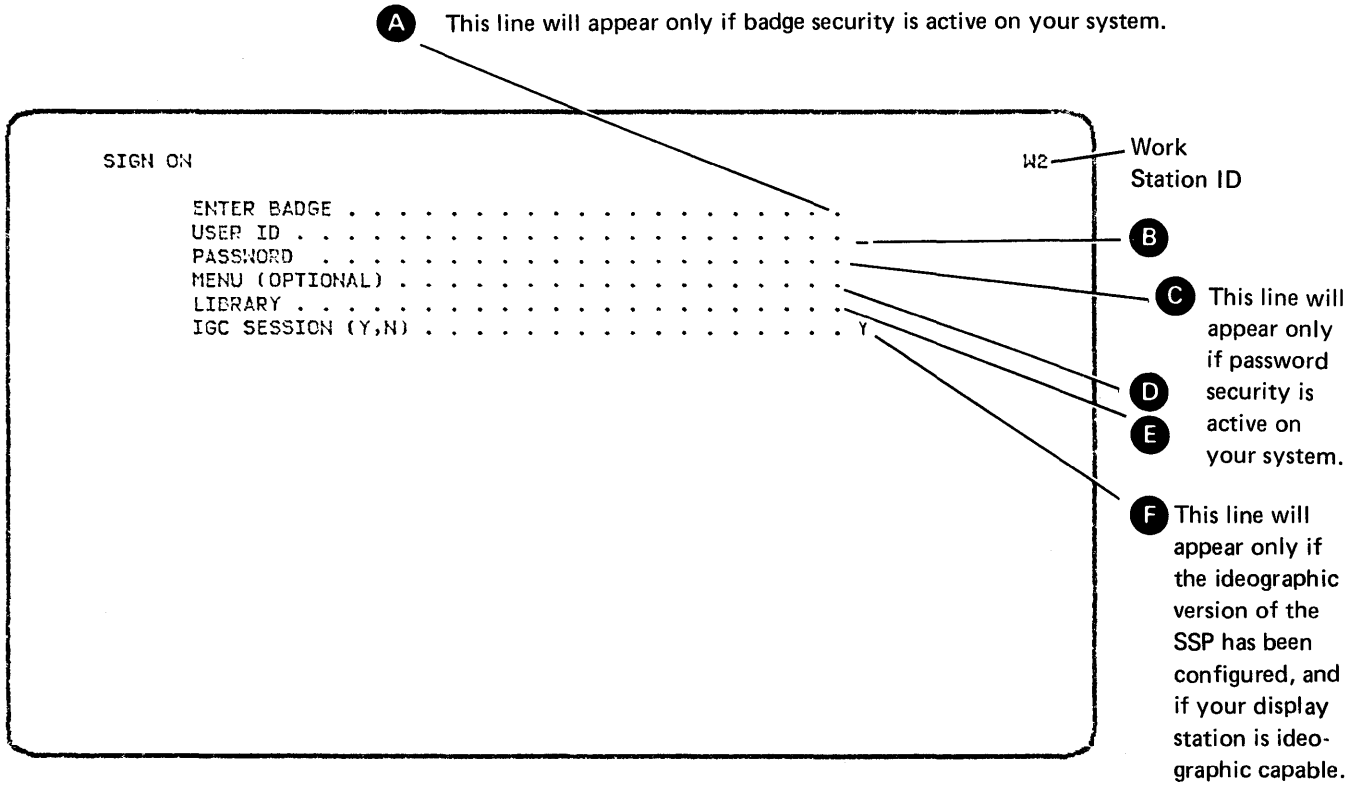
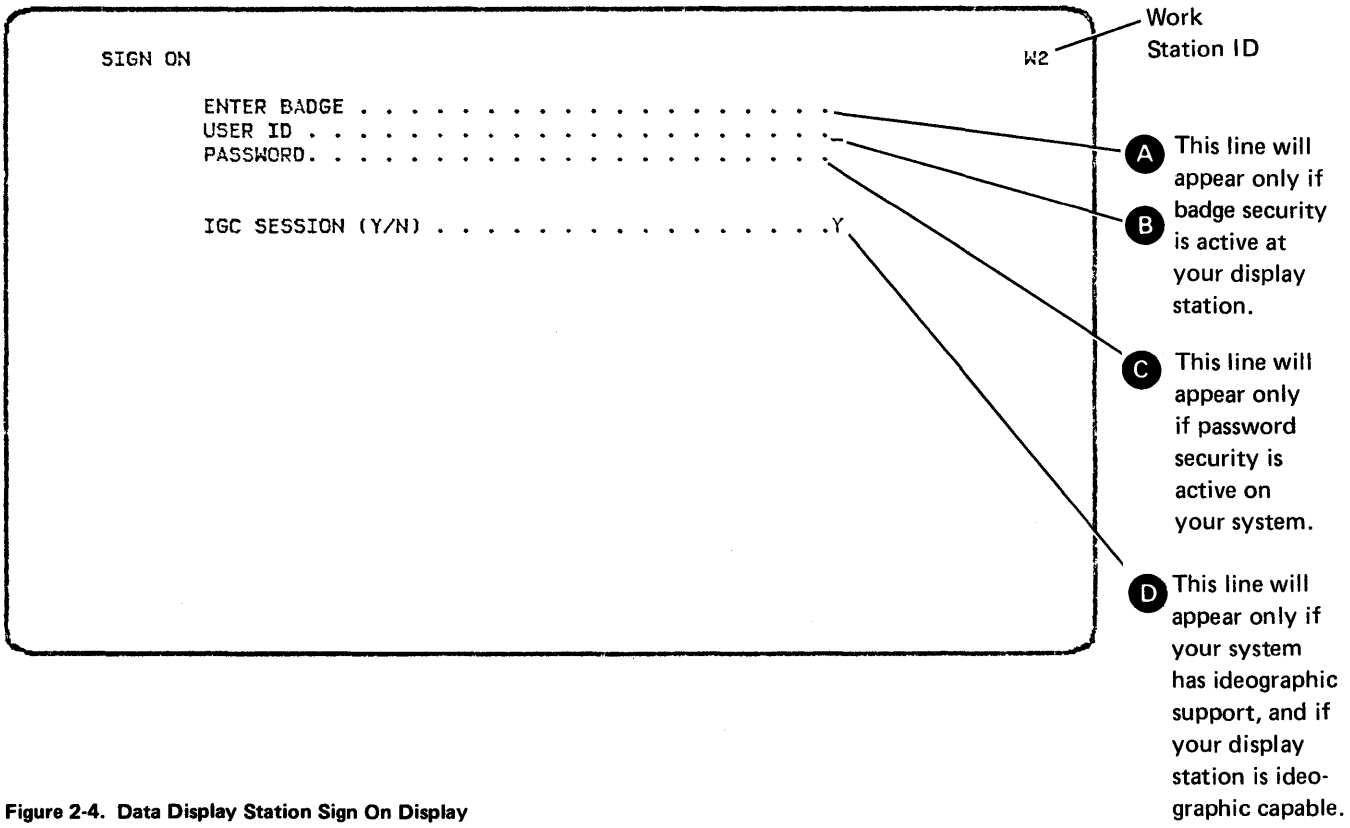

Figure 2-2. Command Display Station Sign On Display
Figure 2-4. Data Display Station Sign On Display
Step 2. If the following Sign On display (Figure 2-2) appears, your display station is a command display station. Respond to prompts (A) through (F); do (G). If the Sign On display shown in Figure 2-4 appears, your display station is a data display station. Go to step 3.
Step 3. If the following display appears (Figure 2-4), your display station is a data display station. Do (A) through (D) which follow.